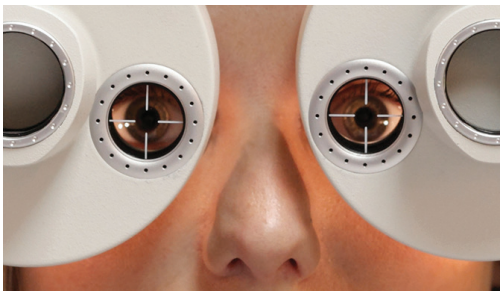

Figura IU-06, Al mismo nivel que los ojos
2. Centre la otra mitad del refractor con el ojo derecho del paciente; para ello, gire la perilla de ajuste de la altura. (Mire la Figura IU-06).